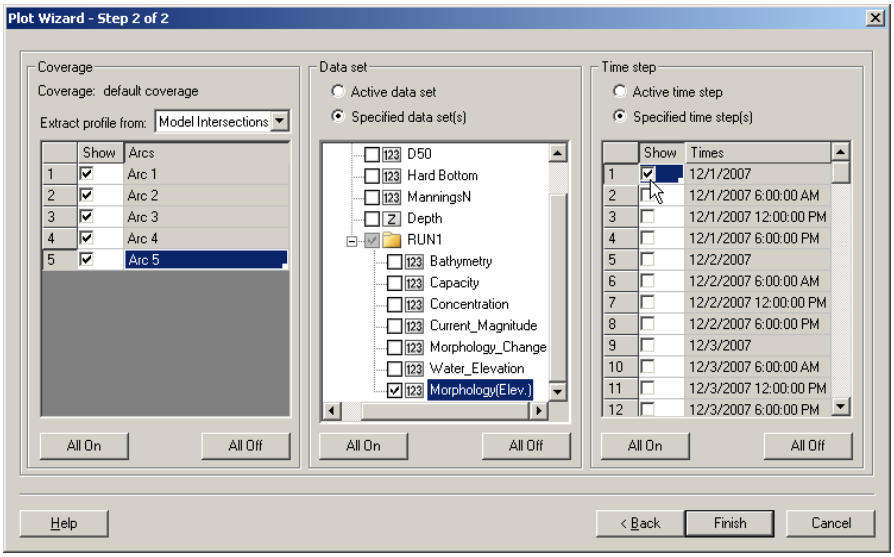

Figure 65. *Plot Wizard* Step 2.
2. Following Figure 65, under *Coverage* check one arc (though multiple can be plotted), under *Data set* select *Specified data set(s)* and select the generated *Morphology (Elev.)* set only, and under *Time step* select *Specified time step(s)* and check on several times spaced apart by at least several days to months, click *Finish*,
5. To add more profiles or time-series, rt-click on the plot, and select *Plot data* to bring up the original options from Figure 65.